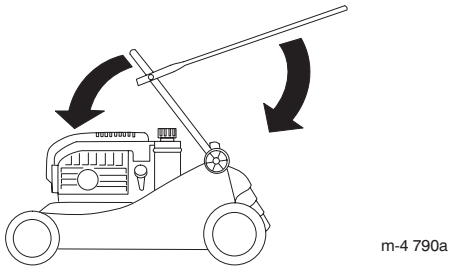

Figur 24
3. Gunga försiktigt den nedre handtagsdelen framåt, tills den vilar på motorn (figur 24).
4. Gunga försiktigt den övre handtagsdelen framåt, tills den vilar platt (figur 24).